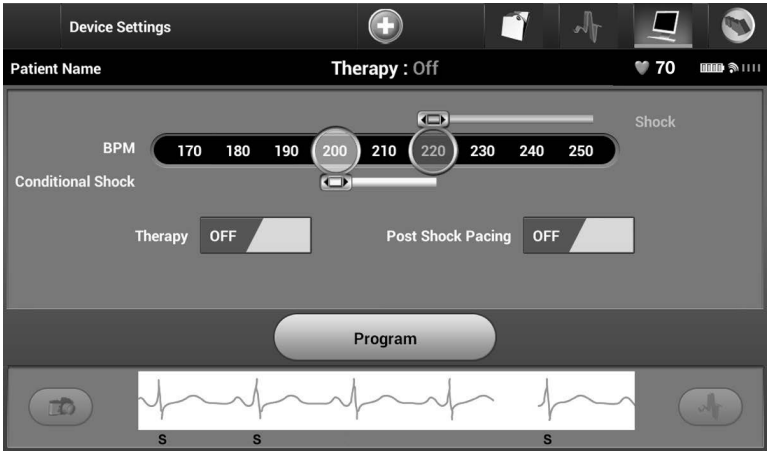

Figure 30: *Device Settings screen*
3. Select the Device Settings icon on the Navigation Bar to display the Device Settings screen (Figure 30).